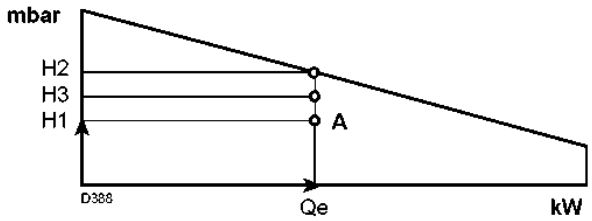

Рис. 40
Точка A должна оставаться в пределах рабочего диапазона (Рис. 40)
4. Проведите через точку A вертикальную линию, рисунок 40, и найдите максимальное давление H2 в рабочем диапазоне.